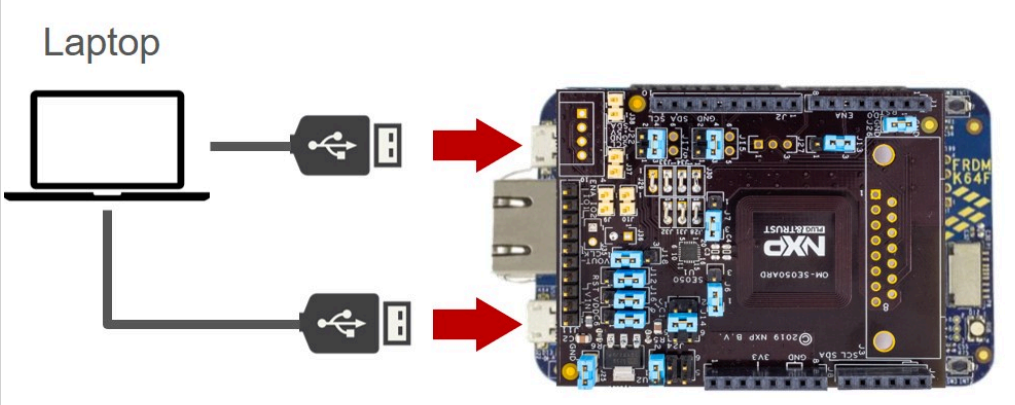

Figure 60. Connect boards
1. Mount OM-SE050ARD on top of the FRDM-K64F. Then, connect FRDM-K64F OpenSDA port and K64F port to your laptop as shown in Figure 60